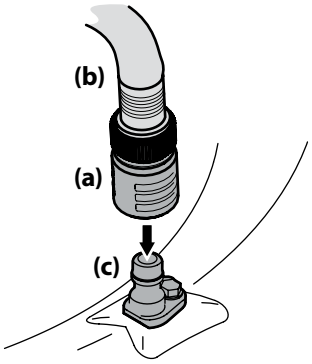

Figure 4-3
3. Thread the hose coupler (a) (packaged with the Operator's Manual) onto the end of your garden hose (b). See Figure 4-3.
4. Attach the hose coupler (a) to the water port (b) on your deck's surface. See Figure 4-3.
11. Turn the water OFF and detach the hose coupler (a) from the water port (c) on your deck's surface. See Figure 4-3.